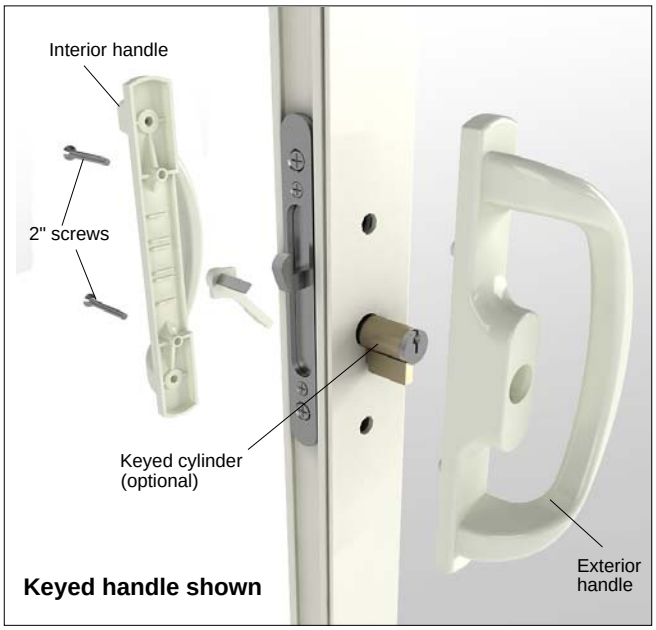

Figure 14
1. If the handle has a keyed cylinder, insert it into the exterior door stile. Place exterior handle on door with grip pointed toward the glass. Insert the lock lever into the interior stile. Place the interior handle on the door over the lock lever with the grip pointed toward the glass. Install the 2"(51) machine screws through the handles and tighten. See figure 14.